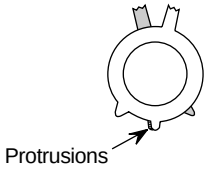

Fig. 1
*The parts above (① ～ ③) are necessary for DAS adjustment.
(1) Receive an image of the white crosshatch signals (white lines on black).
(2) Place the protrusions of the 6-fold poles magnet attached to the CRT neck upon each other. (Fig. 1)
(3) Make rough adjustment of the H and V direction convergence by using 4-fold poles magnet.